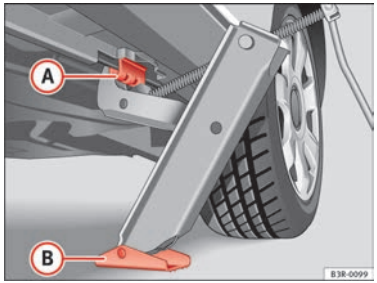

Fig. 195 Changing the wheel: Jack
– Align the jack so that the arm of the jack fits on the rib under the door sill ⇒ fig. 195 (A) and the movable base plate of the jack (B) is flat on the ground.